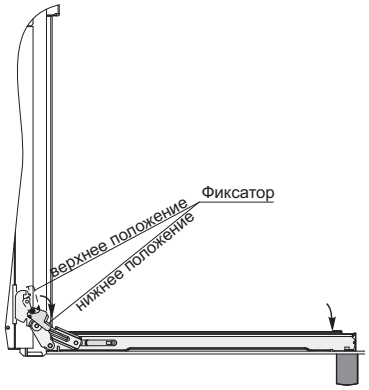

рис. 12
Для снятия дверцы нужно (см. рис. 12,13,14):
2. Повернуть фиксатор шарнира в крайнее нижнее положение см. рис. 12;